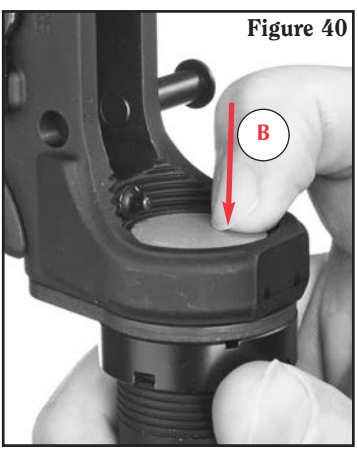

Figure 40
b. Push the buffer toward the rear of the buffer tube until the face of the buffer is behind and retained by the buffer retainer (see Figure 40).